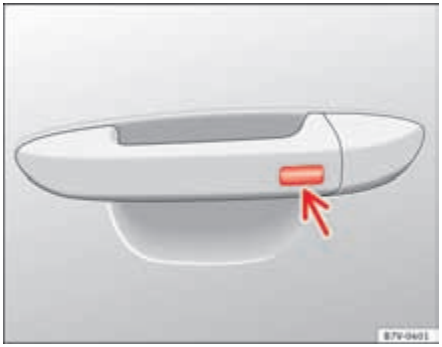

Fig. 50 KESSY starter and lock system: Outside button on the door handle.
- Press on the outermost button of the passenger or driver's side door (⇒ page 86, fig. 50 arrow) *once*. The vehicle locks with the "Safe" security system ⇒ page 88. The door being operated must be closed.